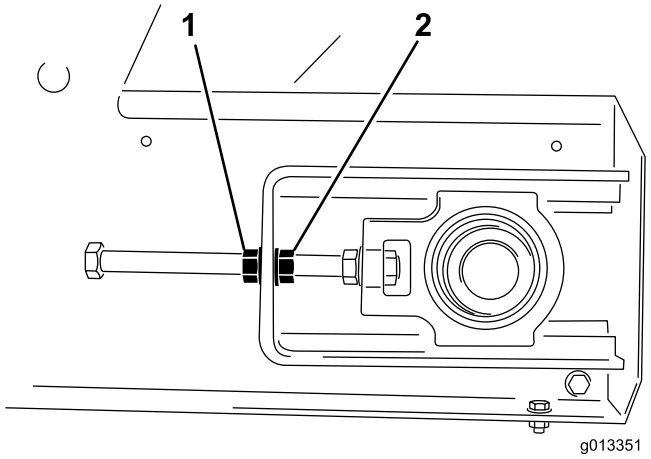

Rysunek 49
4. Za pomocą dwóch kluczy przytrzymaj koniec linki napinacza w miejscu, a następnie odkręć nakrętkę zabezpieczającą, tj. nakrętkę znajdującą się najbliżej końca linki (Rysunek 49).
3. Po stronie, w którą taśma zmienia przebieg, przytrzymaj koniec linki napinacza w miejscu, a następnie odkręć nakrętkę zabezpieczającą i dokręć nakrętkę regulacyjną za dwa płaskie fragmenty nakrętki (Rysunek 49).